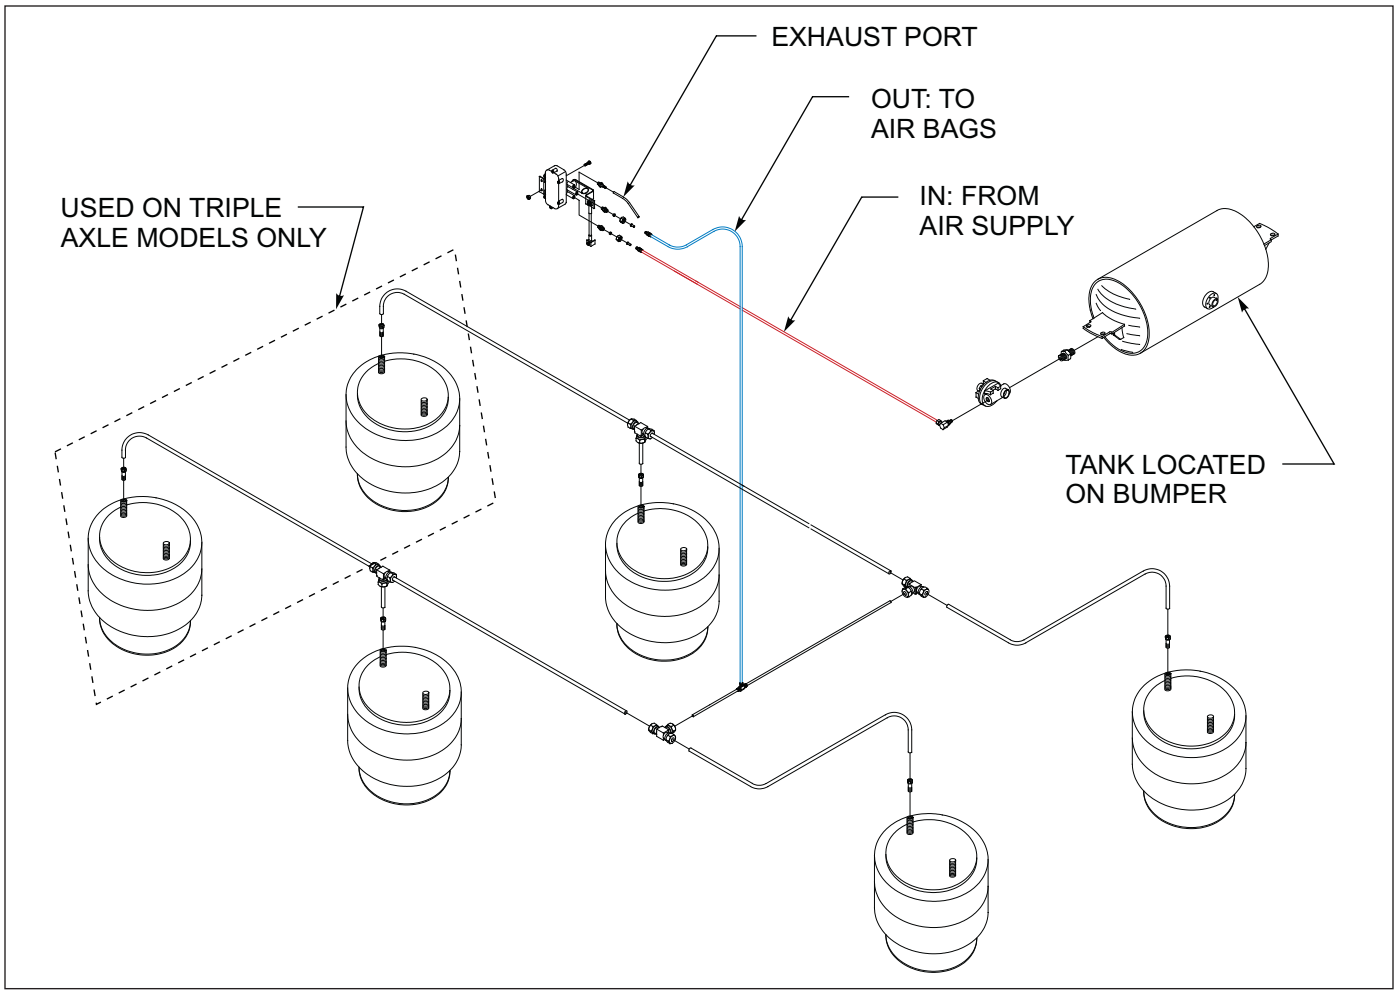

Figure 4-6: Tandem/Triple Air Ride Suspension System
1. **See Figure** ***See Figure 4-6*** for Axle Air Ride Suspension drawings.
2. Disconnect linkage at the control arm and raise control arm to the “up” position, raising the trailer until a block can be placed between axle tube and undercarriage frame **(*See Figure 4-6*.)**
6. Loosen the 1/4” adjusting lock nut located on the adjusting block, allowing the control arm to move approximately 1 inch. Move the adjusting block until holes align, then insert locating pin. **(*See Figure 4-6*.)**